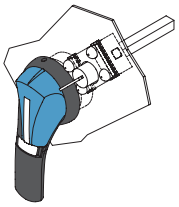

Fig. 3
- using RONIS EL11AP or CASTELL K-type lock in external front operation (Fig. 3);